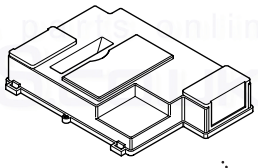

Fig. 27
3. Remove the control box cover securing screws. Disengage the barbs on the control box from the cover. Remove the cover (Fig. 27).